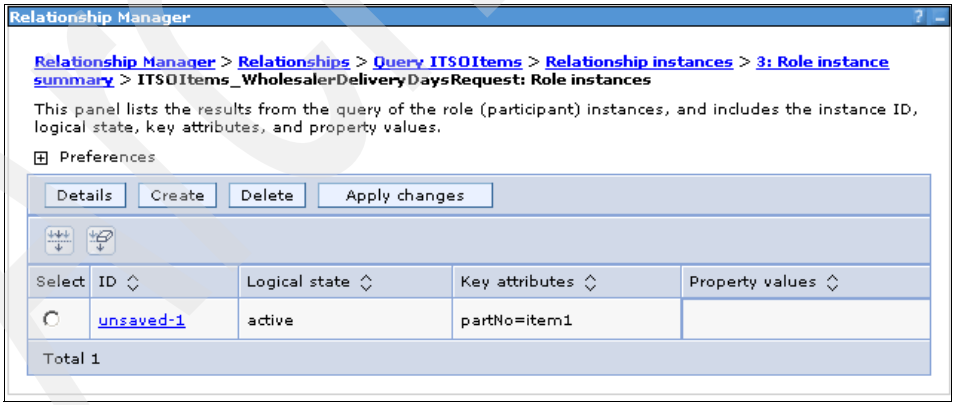

Figure C-18 Saving the wholesaler F role instance
17. At the Role instances page, as shown in Figure C-18, click **Apply changes** to save the instance.